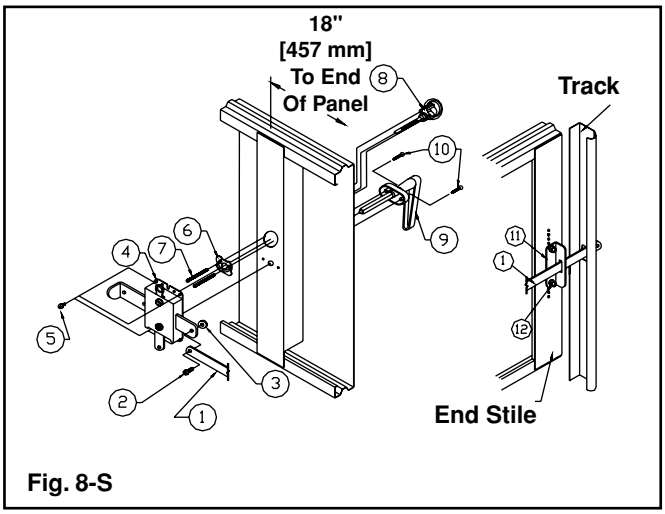

Fig. 8-S
Step 1: Bottom Section. Find bottom section (the one with bottom weatherseal), then lay it on saw horses. Find bottom bracket in hardware carton. Several different types are used depending on door thickness, door weight, and track size. Find the type of bottom bracket supplied in one of the pictures shown in Figure 1-S and fasten bottom bracket using the red-colored fasteners shown. (Low headroom doors refer to Figure 8-T, page 23.)
- Side Lock (FIG. 8-S)
2. Finally, attach the lock bar (11) using $^1/_4$" - 20 x 1" [6 mm x 25 mm] hex head screw and nut (10 & 12), and lock bar guide (14) using #14 x $^5/_8$" [6 mm x 16 mm] sheet metal screw. When track is permanently in place, adjust the lock bar guide so lock bar rests against the top of one of the engaging slots in the track. Details are shown in Figure 8-S.